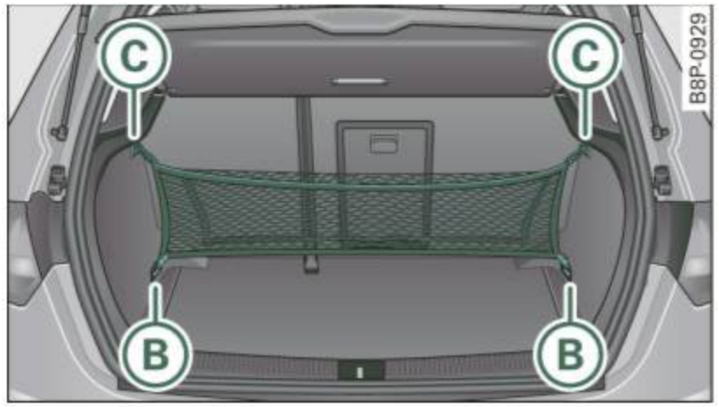

Fig. 84 Luggage compartment: cargo net attached to hooks
- Engage two hooks into the fastening eyes (B) ⇒ fig. 84.
- Pull the net up and secure the eyes (C) on the hooks.